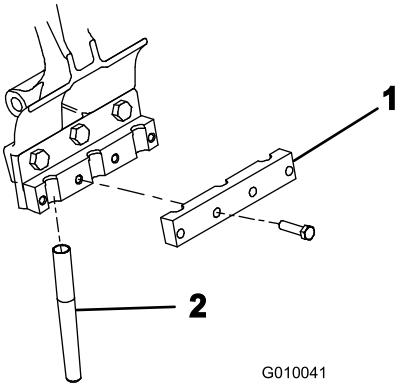

**Figuur 24**
4. Monteer een tandenklem losjes op elke tandenhouder met 4 tapbouten van 3/8 x 1-1/2 inch (Figuur 24). Draai de bouten niet aan.